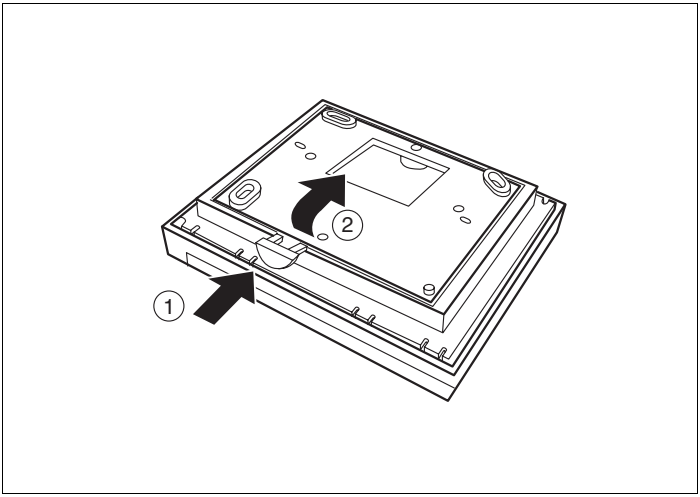

Рис. 2 Снять комнатный регулятор с монтажной пластины
- Нажать деблокирующую кнопку на нижней стороне монтажной пластины (рис. 2, **поз. 1**).
- Снять монтажную пластину по направлению стрелок (рис. 2, **поз. 2**).